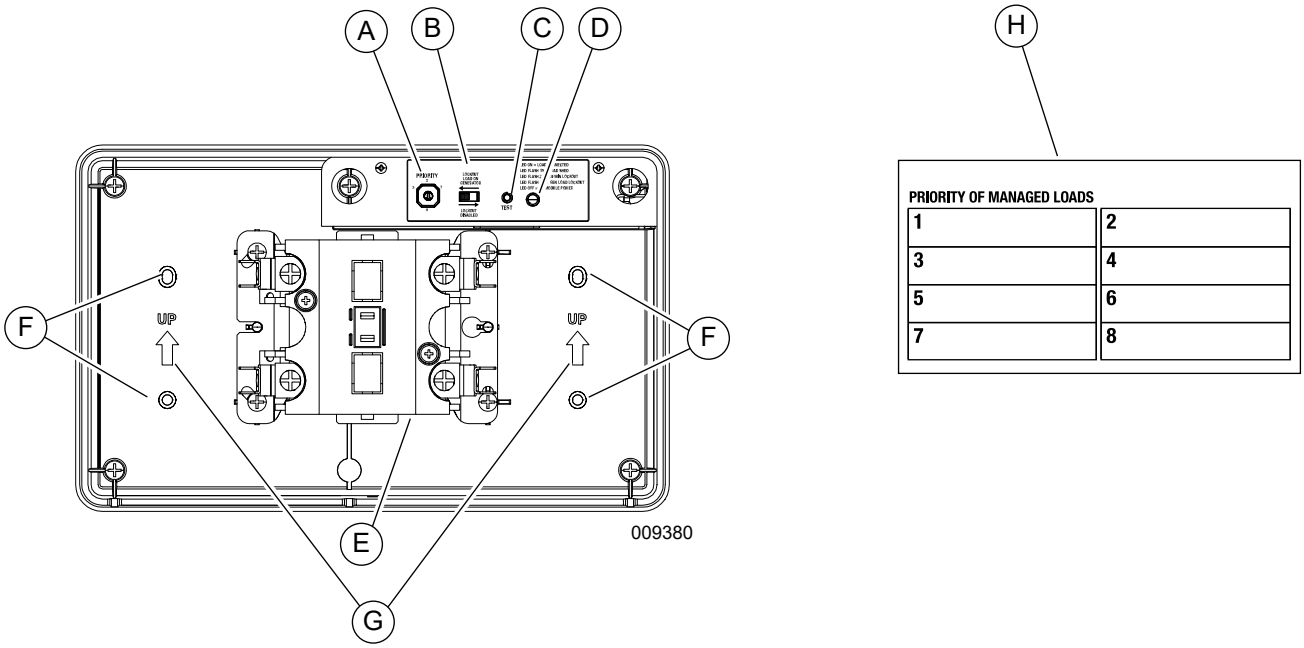
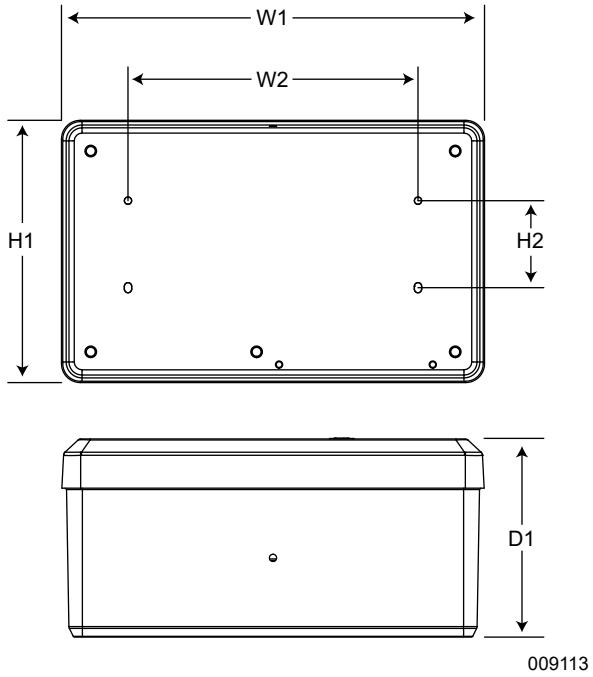

Figure 2-1. SMM Features and Controls
Figure 3-1. Mounting Dimensions
3. See ***Figure 2-1***. Hold SMM enclosure against mounting surface with arrows (G) pointing up, and mark or drill four mounting holes (F). See ***Figure 3-1*** for mounting dimensions if necessary.